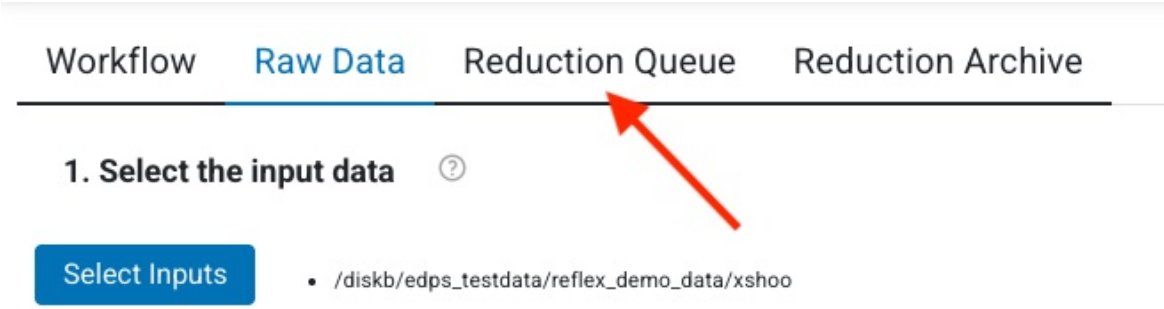

Figure 9: How to select Reduction Queue tab.
1. Press the ‘Reduction Queue‘ tab (Figure 9).